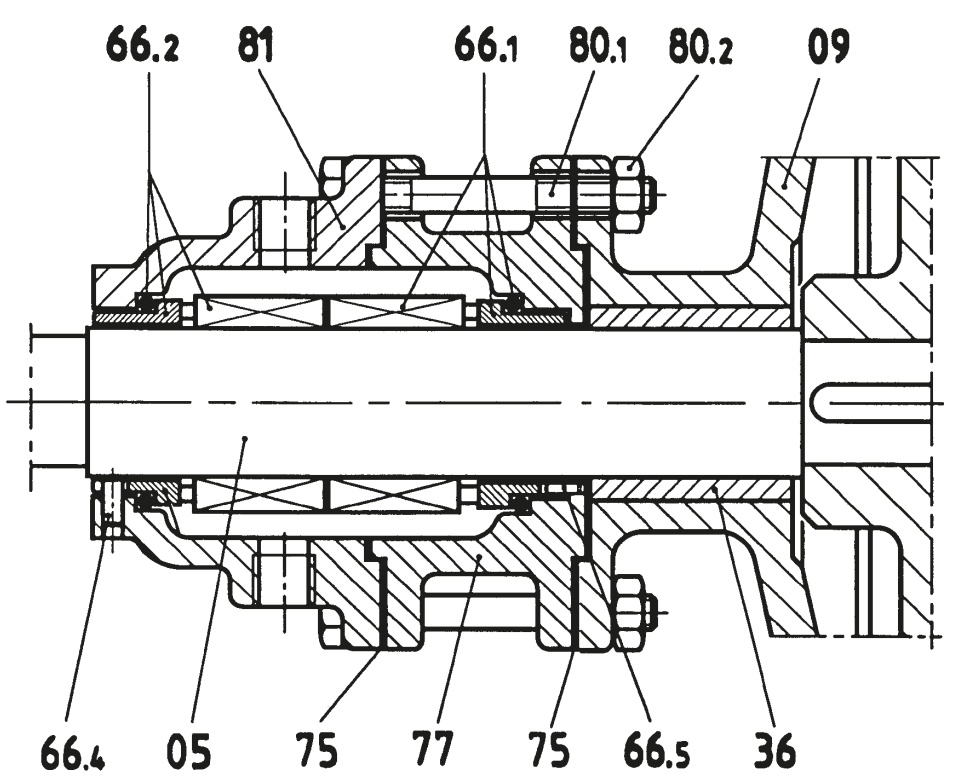

Abb. 18
11.11 **Entfernung der doppelten mechanischen Dichtung ST8** (Abb. 18)
- ☐ Die Schrauben (80.1) lösen, die hintere Dichtungshalterung (81) entfernen und dabei Beschädigungen der Dichtung (75) vermeiden; anderenfalls muss sie ersetzt werden.